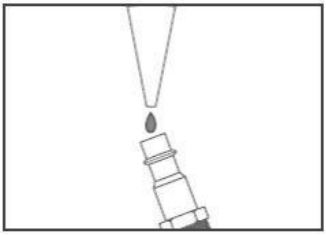

Abbildung 8. Schmieren des Hefters über den Lufteinlass.
- Geben Sie alle 2 bis 6 Tropfen Druckluftwerkzeugöl in den Lufteinlass des Hefters (siehe Abbildung 8) Stunden ununterbrochener Verwendung. Wischen Sie überschüssiges Öl in der Nähe des Hefterauspuffs ab, um Staubansammlungen zu vermeiden.